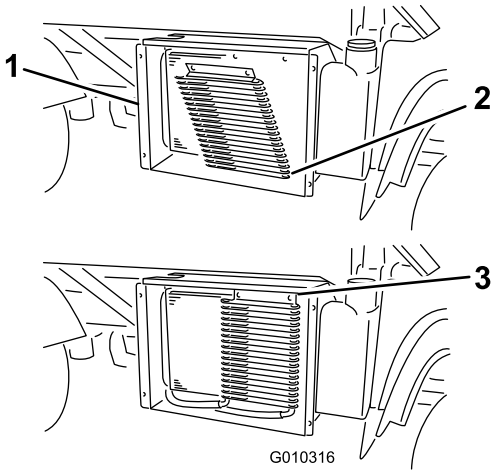

**Figur 59**
3. Roter låsen og drej oliekøleren væk fra køleren (Figur 59), hvis det er monteret således.